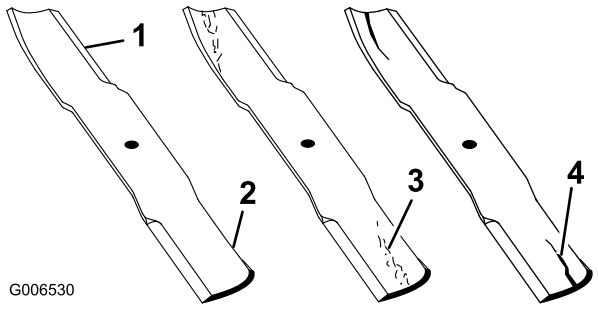

Figure 76
1. Examinez le tranchant des lames (Figure 76). Si les lames ne sont pas tranchantes ou si elles présentent des indentations, déposez-les et aiguisez-les (voir Aiguisage des lames).
2. Inspectez les lames, surtout la partie relevée. Remplacez immédiatement toute lame fendue, usée ou qui présente une entaille (Figure 76).